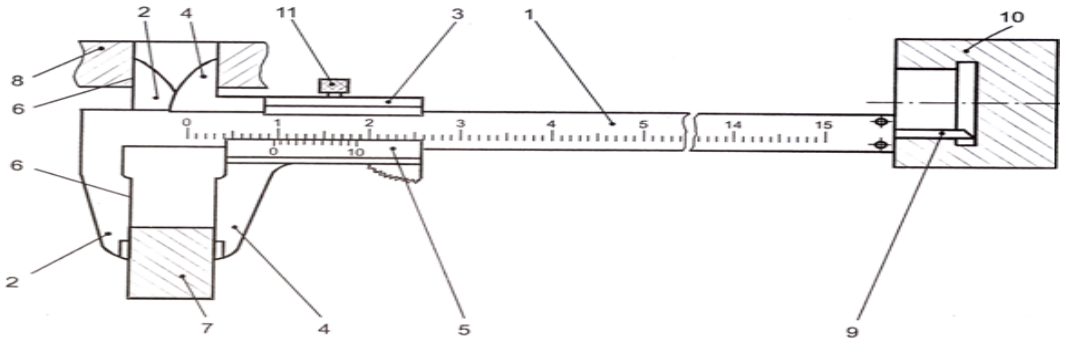

Fig.1 Șubler
Șublerul din fig.1 este un șubler de exterior, interior și adancime cu dispozitiv de citire a indicațiilor cu vernier și este construit dintr-o rigla gradată (1) pe care este trasată o scară gradată din milimetru în milimetru. Rigla are într-un capăt unul sau două ciocuri fixe (2). De-a lungul riglei, se poate deplasa cursorul (3) prevăzut de asemenea cu unul sau două ciocuri mobile (4), identice cu ciocurile fixe (2). Cursorul (3) are o scară gradată ajutătoare numita vernier, gradată în fracțiuni de milimetru. Vernierul este o scară ce permite măsurarea zecimilor sau sutimilor de milimetru. Deplasarea cursorului pe riglă este blocată de dispozitivul de blocare (11). Tija de adâncime (9) este fixată de cursor și culisează într-un canal executat în rigla gradată. Șublerele cu precizie mai mare de citire au cursorul prevăzut cu un dispozitiv de avans fin.